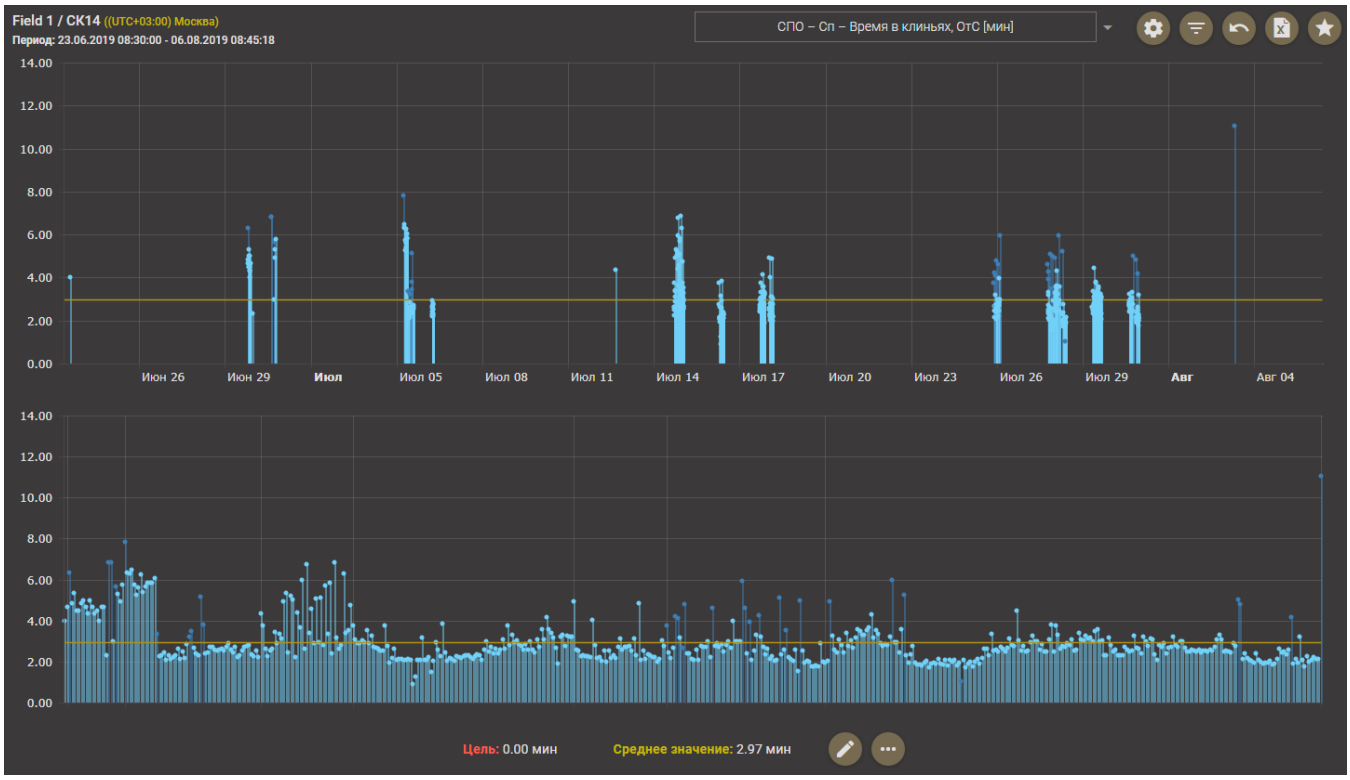

Рис. 2.46
2) В области отображения появятся диаграммы с выбранным показателем эффективности (рис. 2.46).